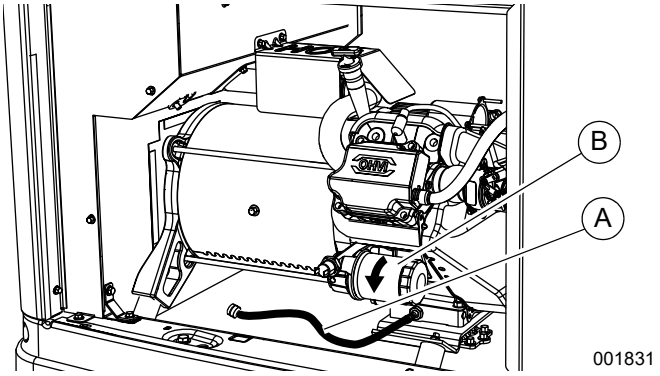
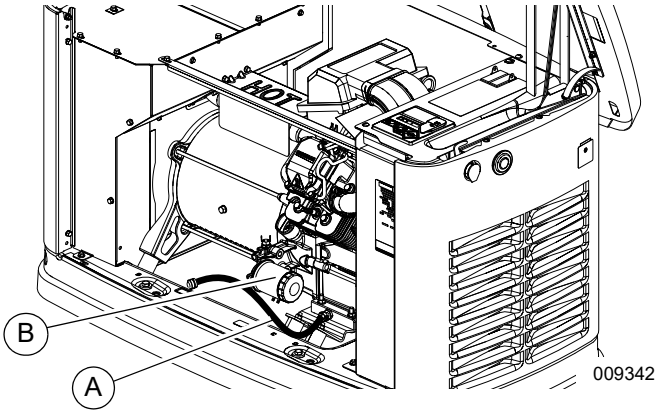
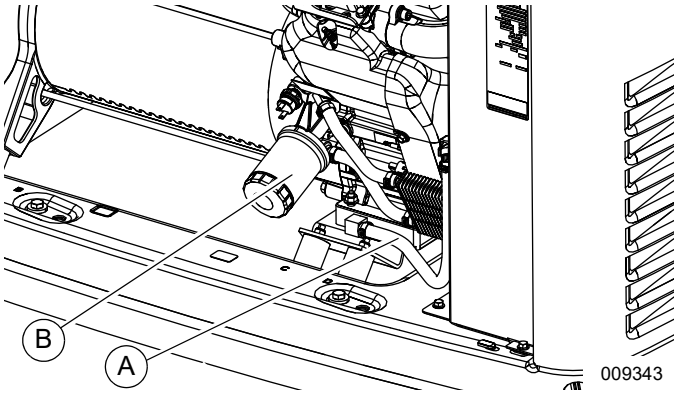

Figure 4-1. Oil Filter and Drain Location (10 kW)
Figure 4-2. Oil Filter and Drain Location (13–16 kW)
Figure 4-3. Oil Filter and Drain Location (20–22 kW)
2. See ***Figure 4-1***, ***Figure 4-2***, or ***Figure 4-3***. Remove front panel when unit has cooled. Pull oil drain hose (A) free of retaining clip. Remove cap from oil drain hose and drain oil into a suitable container.